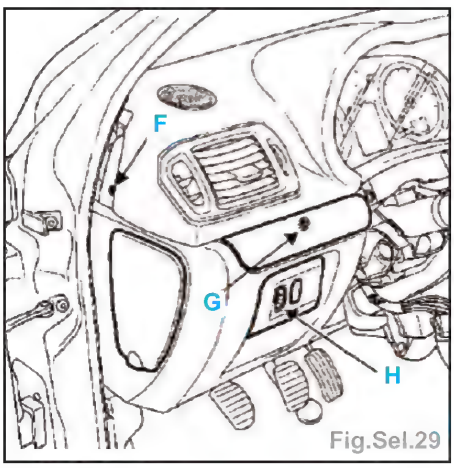

Fig.Sel.29
- Déposer les 2 agrafes (F) (Fig.Sel.29).
- Après avoir déposé le cache (outil **Car. 1597**), déposer la vis (G).
- A l'aide de l'outil (**Car. 1597**), dégager le support de réglage de phare (H) et débrancher les connecteurs.